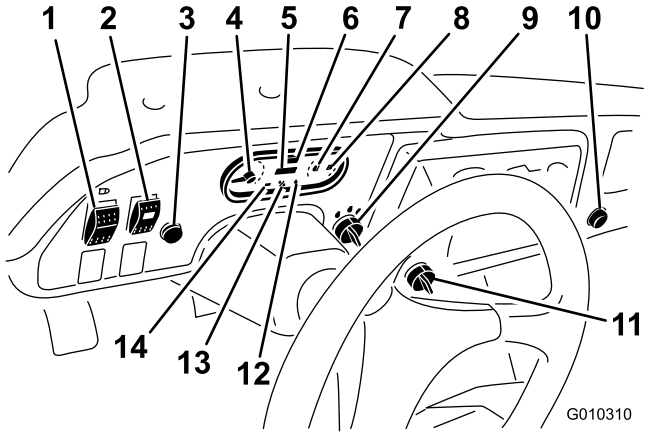
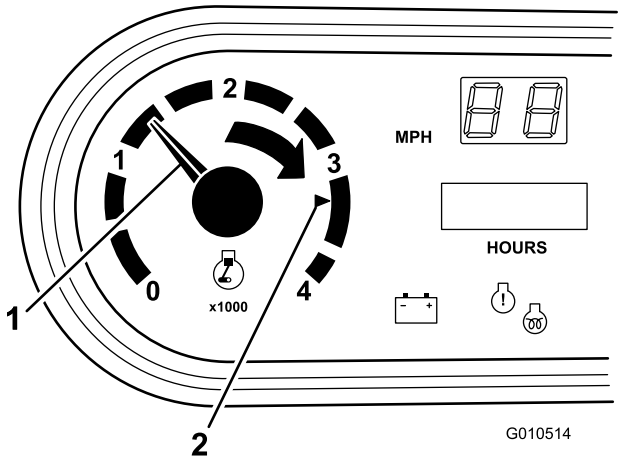

Figur 8
Figur 9
Tändningslåset (Figur 8) används för att starta och stänga av motorn. Det har tre lägen: avstängt läge, körläge och startläge. Vrid nyckeln medurs till startläget så att startmotorn går igång. Släpp nyckeln när motorn startar. Nyckeln kommer att flyttas till det påslagna läget automatiskt. Stäng av motorn genom att vrida nyckeln moturs till det avstängda läget.
Anger total tid som maskinen har använts. Timmätaren (Figur 8) startas när tändningsnyckeln vrids till det påslagna läget (ON) eller om motorn går.
Flytta brytaren för hastighetsbegränsning (Figur 8) till det långsamma läget och ta ut nyckeln. Brytaren begränsar motorns varvtal till 2 200 varv/minut när maskinen är i tredje växeln i högväxelläget som begränsar den högsta hastigheten till 21 km/h.
Använd denna omkopplare (Figur 8) för att slå på och av strålkastarna.
Varningslampan för oljetryck (Figur 8) tänds när motorns oljetryck sjunker under en säker nivå när motorn är igång. Om lampan blinkar eller lyser med ett fast sken måste du stanna fordonet, stänga av motorn och kontrollera oljenivån. Om oljenivån är låg men oljetryckslampan fortfarande lyser efter påfyllning och omstart, måste du omedelbart stänga av motorn och kontakta din lokala Toro-representant för att få hjälp.
Visar kylvätsketemperaturen i motorn. Fungerar bara när tändningen är i det påslagna läget (Figur 8). Den röda indikatorlampan tänds och blinkar om motorn överhettas.
Tänds när batteriet är urladdat. Om lampan tänds under körning ska du stanna fordonet. Stäng av motorn och försök lokalisera felet, t.ex. generatorremmen (Figur 8).
Bränslemätaren visar hur mycket bränsle som finns i tanken. Den fungerar bara när tändningen är i det påslagna läget (Figur 8). Röd lampa betyder att bränslenivån är låg och blinkande röd lampa betyder att tanken nästan är tom.
Vrid brytaren för att aktivera hydrauliken med högt flöde (Figur 8).
Tryck på signalhornsknappen för att aktivera signalhornet (Figur 8).
Registrerar motorns varvtal (Figur 8 och Figur 9). Den vita triangeln anger önskat varvtal för körning med kraftuttag (Figur 9).
Lampan (Figur 8) tänds för att indikera ett motorfel.
Registrerar fordonets hastighet (Figur 8). Hastighetsmätaren anger MPH men kan enkelt växlas över till visning i KPH (km/h), se Växla hastighetsmätare (sida 48).
Använd kraftuttaget (Figur 8) för att driva extra elutrustning på 12 V.